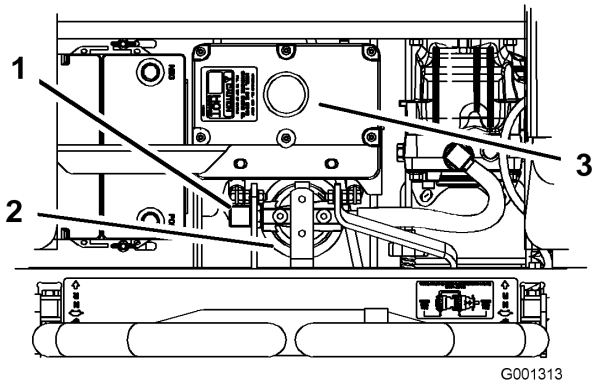

Figure 66
4. Débranchez la conduite hydraulique droite qui est raccordée à l'adaptateur (Figure 66).
6. Rebranchez la conduite hydraulique droite à l'adaptateur (Figure 66).